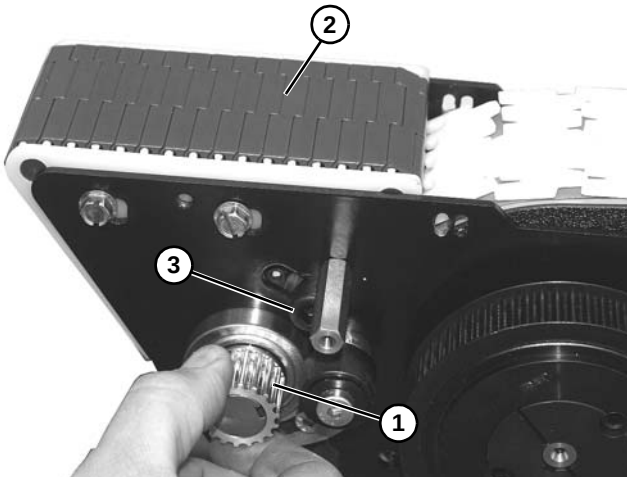

Figure 123
9. Rotate drive shaft **(Figure 123, item 1)** to verify tightness of belt **(Figure 123, item 2)**. Belt should turn freely. Loosen hex head screw **(Figure 123, item 3)** and adjust, if necessary.